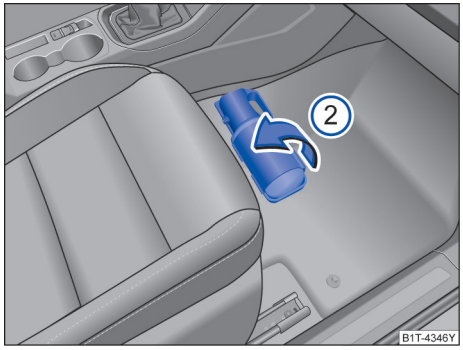

图 190 灭火器支架
– 同时，用手指抓住盖板下沿，沿→ 图 190② 方向打开即可。